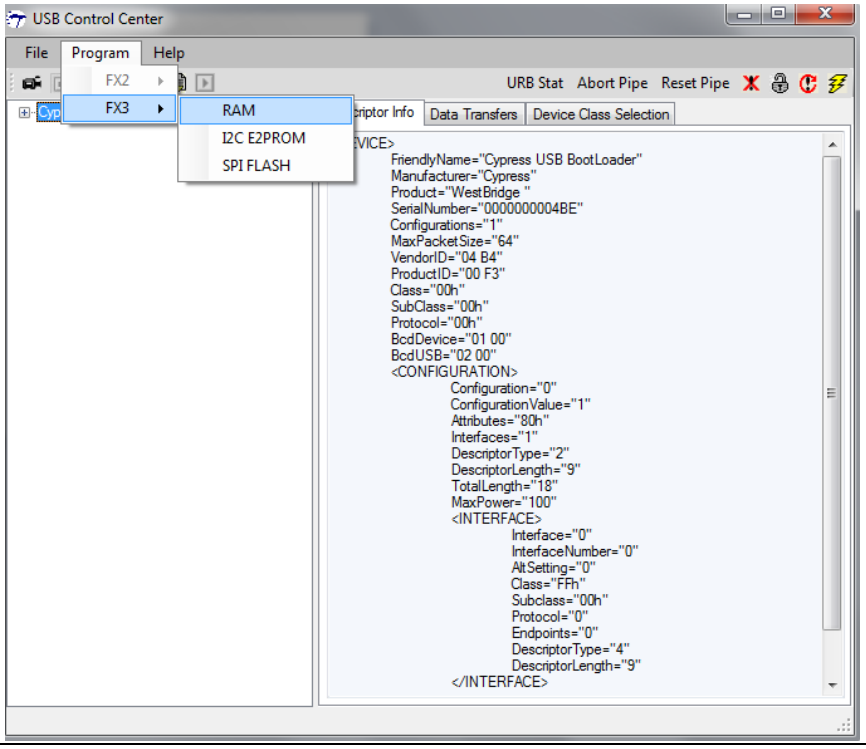

Figure 17　　コントロール センターからデバイスを選択
4. コントロール センター内で、**Figure 17** に示すように **Program > FX3 > RAM** を選択することで FX3 デバイスを選択してください。